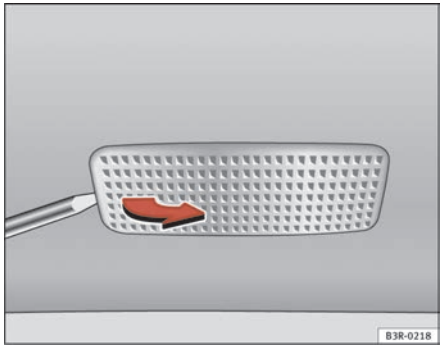

Fig. 235 Removing sunroof light
– Remove the bulb carefully, using the screwdriver on its flat side ⇒ fig. 235.